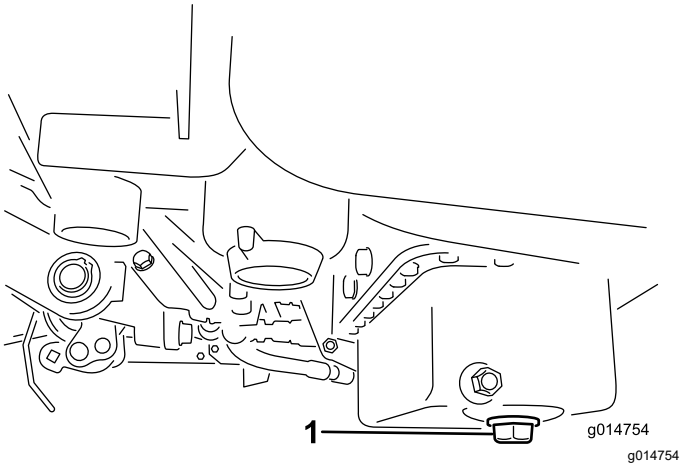

Figur 32
1. Ta bort avtappningspluggen och låt oljan rinna ned i ett kärl. Sätt tillbaka avtappningspluggen när oljan har slutat rinna (Figur 32).